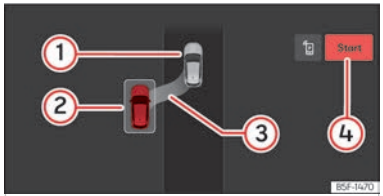
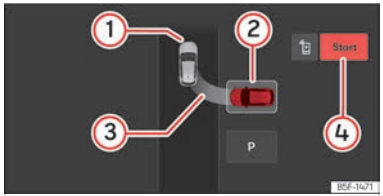

Fig. 157 En la pantalla del sistema de infotainment: posición para aparcar en línea.
Fig. 158 En la pantalla del sistema de infotainment: posición para aparcar en batería.
››› fig. 157, ››› fig. 158
① Vehículo propio
② Hueco de aparcamiento detectado
③ Indicación de la maniobra propuesta para aparcar
④ Iniciar la maniobra de aparcamiento
- Mire en la visualización de la pantalla del cuadro de instrumentos si se ha detectado el hueco como "apropiado" y si ha alcanzado la posición correcta para aparcar ››› fig. 157, ››› fig. 158. El hueco habrá sido considerado "apropiado" si en la pantalla del cuadro de instrumentos aparece la indicación de aparcar ③.